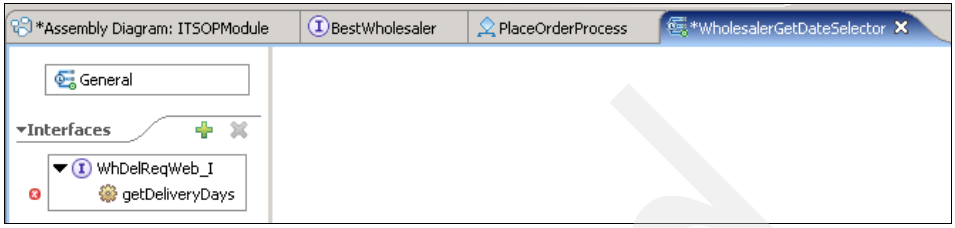

Figure 12-24 The Selector Editor
3. When the Selector Editor (Figure 12-24) opens, under the interfaces heading, click the **getDeliveryDays** operation.